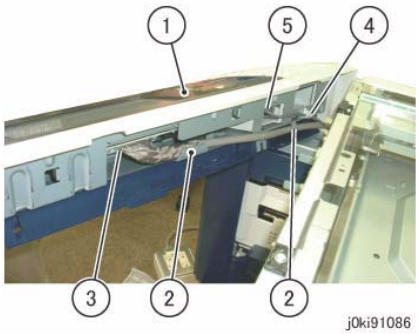

Figure 4 Remove the Control Panel
8. Remove the Control Panel. (Figure 4)